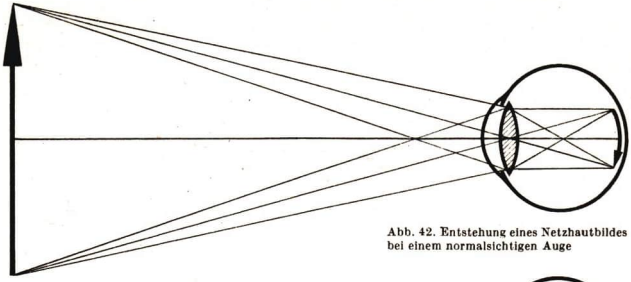

Abb. 42. Entstehung eines Netzhautbildes bei einem normalsichtigen Auge
a) Die Augenlinse. Die von einem Gegenstand ausgehenden Lichtstrahlen dringen durch die Pupille in das Innere des Auges. Sie werden bei einem normalsichtigen Auge im wesentlichen durch die Linse so gebrochen, daß auf der Netzhaut ein reelles, umgekehrtes, verkleinertes Bild entsteht (Abb. 42). Der Linse fällt dabei noch eine besondere Funktion zu. Je weiter sich ein Gegenstand von der Linse entfernt, desto kleiner wird bekanntlich seine Bildweite. Je näher der Gegenstand heranrückt, desto größer wird sie (vgl. § 5, 3). Soll bei jeder beliebigen
Die *Netzhautbilder stehen umgekehrt* (vgl. Abb. 42); trotzdem sieht der Mensch die Gegenstände aufrecht. Dieses Aufrechtsehen ist ein Ergebnis der Erfahrung und der Gewohnheit.